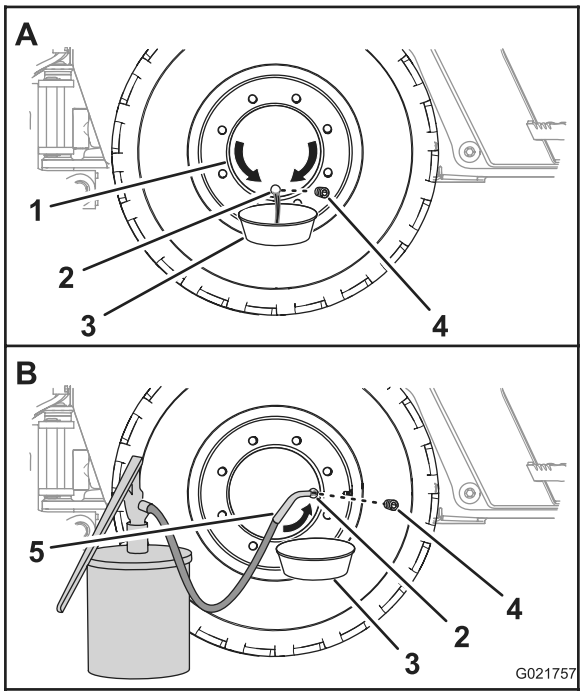

Bild 84
1. Bewegen Sie die Maschine vorwärts oder rückwärts, bis die Ölablassschraube für die Radnabe auf 6 Uhr steht (Bild 84).
2. Stellen Sie eine Auffangwanne unter die Ölöffnung der Radnabe (Bild 84).
3. Entfernen Sie die Ablassschraube und lassen das Öl vollständig vom Planetengetriebe ablaufen (Bild 84).
5. Bewegen Sie die Maschine vorwärts oder rückwärts, bis die Ölablassschraube für die Radnabe entweder auf 3 Uhr oder 9 Uhr steht (Bild 84).